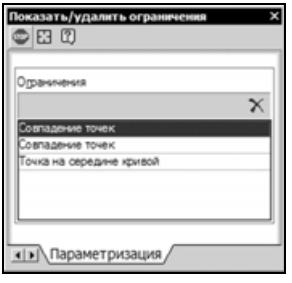

Рис. 5.11
- Нажмите кнопку **Показать/удалить ограничения** — на панели свойств будут показаны параметрические зависимости объекта (рис. 5.11).